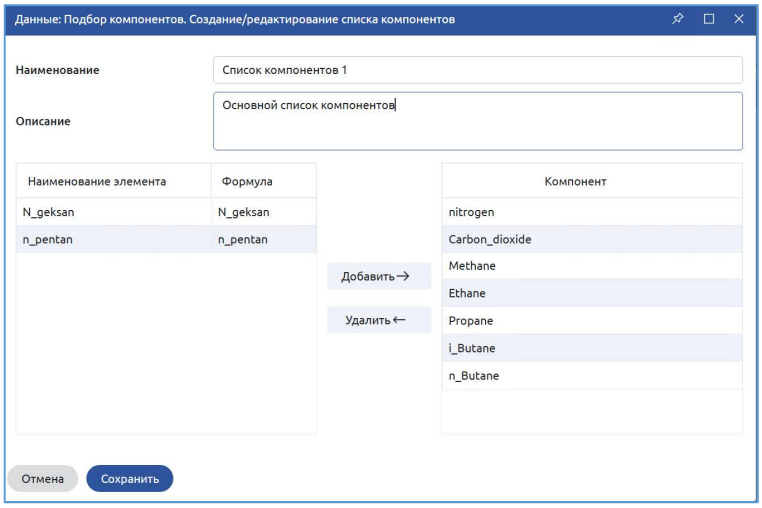

Рисунок 32. Редактирование списка компонентов
3. После подтверждения или в случае отсутствия компонентного состава на основе Списка компонентов открывает диалоговое окно «Данные: Подбор компонентов. Создание/редактирование списка компонентов» (Рисунок 32).